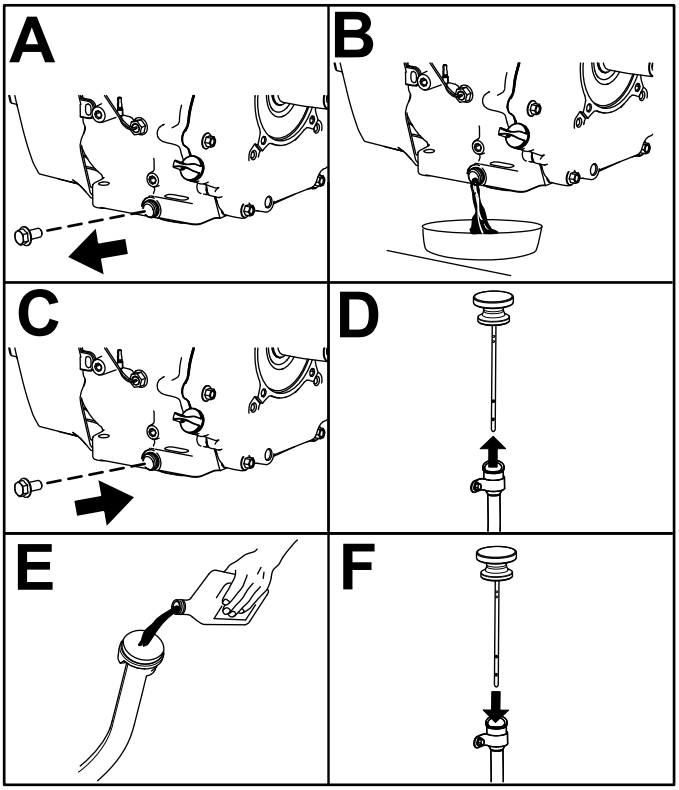

Rysunek 42
6. Wymień olej silnikowy w sposób opisany w Rysunek 42.